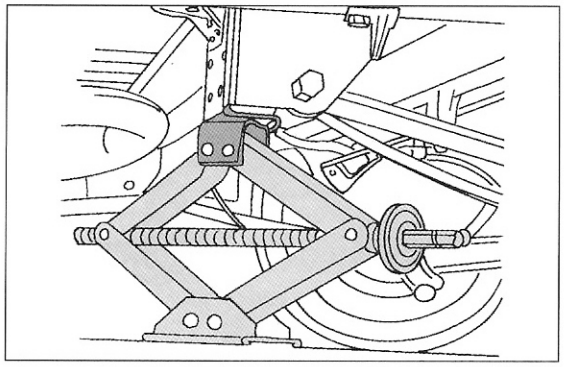

Bild 17
- Einen Scherenwagenheber entsprechend Bild 17 benutzen. Diese Ansatzstelle liegt vor der Befestigung der Hinterfeder.